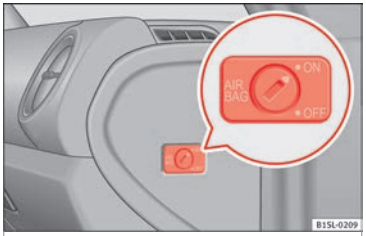

Fig. 75 On front passenger side: Key switch for enabling and disabling the front passenger front airbag.
- Using the vehicle key, turn the key switch to **ON** ››› Fig. 75.